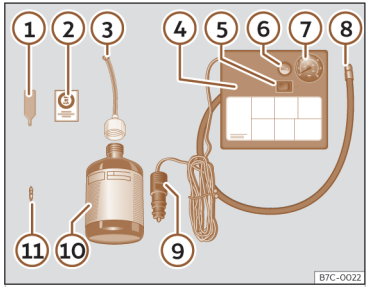

Abb. 239 Prinzipdarstellung: Bestandteile des Pannensets
Das Pannenset befindet sich im Gepäckraum unter dem Bodenbelag. Es besteht aus folgenden Bestandteilen ››› **(Abb. 239)**:
- Ventilkappe und Ventileinsatz vom Reifenventil abschrauben. Verwenden Sie den Ventileinsatzdreher ››› **(Abb. 239)** ① zum Herausschrauben des Ventileinsatzes. Legen Sie den Ventileinsatz auf einem sauberen Untergrund ab.
- Reifenfüllflasche kräftig schütteln ››› **(Abb. 239)** ⑩.
- Einfüllschlauch ››› **(Abb. 239)** ③ auf die Reifenfüllflasche schrauben. Die Folie am Verschluss wird automatisch durchstoßen.
- Verschlussstopfen vom Einfüllschlauch ››› **(Abb. 239)** ③ entfernen und das offene Schlauchende auf das Reifenventil schrauben.
- Ventileinsatz mit dem Ventileinsatzdreher ››› **(Abb. 239)** ① wieder in das Reifenventil schrauben.
- Reifenfüllschlauch ››› **(Abb. 239)** ⑧ des Luftkompressors fest auf das Reifenventil schrauben.
- Prüfen, ob die Luftablassschraube ››› **(Abb. 239)** ⑥ zugedreht ist.
- Kabelstecker ››› **(Abb. 239)** ⑨ in eine 12-Volt-Steckdose des Fahrzeugs stecken ››› **S. 244**.
- Luftkompressor mit dem EIN-/AUS-Schalter ››› **(Abb. 239)** ⑤ einschalten.
- Kleben Sie den Aufkleber ››› (Abb. 239) ② im Sichtfeld des Fahrers auf das Kombi-Instrument.
Schließen Sie den Reifenfüllschlauch ››› (Abb. 239) ⑧ wieder an und lesen Sie den Reifenfülldruck an der Reifenfülldruckanzeige ⑦ ab.